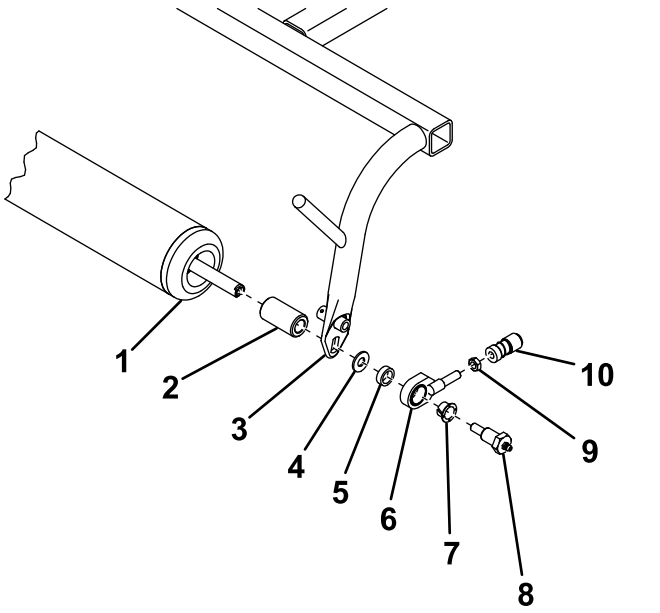

図 4
6. ローラの左右端部にフレームスペーサを入れる図 4。
7. 図 4のように、プルフレームにローラを取り付ける。
8. プルリンクアセンブリに、ジャムナットと先ほど外したボールジョイントレシーバを取り付ける図 4。この時点ではまだジャムナットを締め付けないこと。